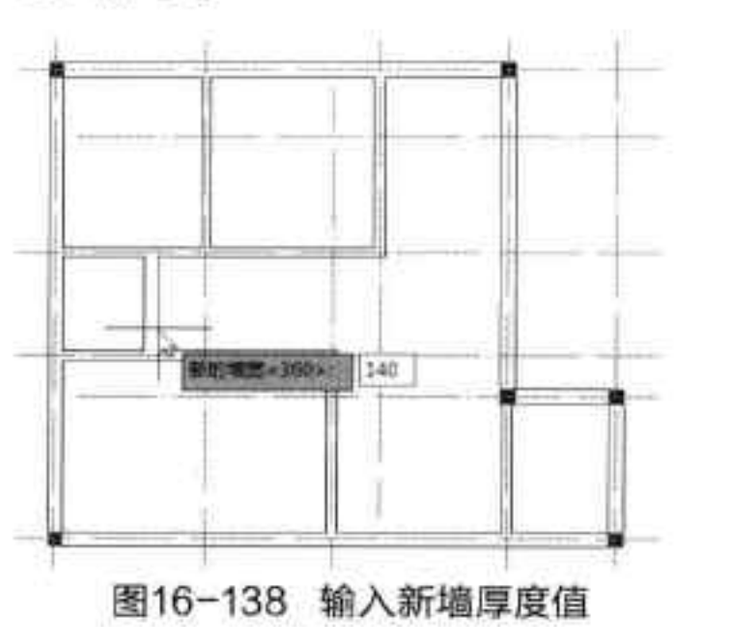

图16-138 输入新墙厚度值
Step21 执行“墙体 > 墙体工具 > 改墙厚”命令，根据命令行提示，选中偏移后的墙体，按回车键，输入新墙体厚度值，如图 16-138 所示。